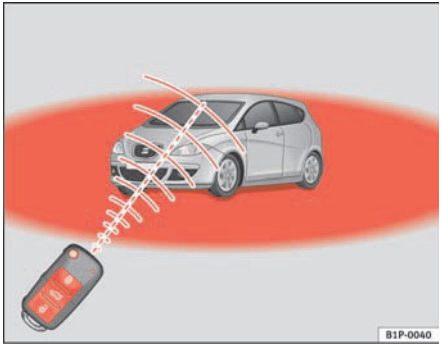

Fig. 64 Range of the remote control
- The remote control functions only when you are in range ⇒ page 98, fig. 64 (red area).
- If the vehicle is unlocked using the 🔓 ① button, the vehicle will be locked again automatically if any of the doors or the tailgate are not opened within 30 seconds of unlocking the vehicle. This function prevents the vehicle from remaining unlocked if the unlocking button is pressed by mistake.